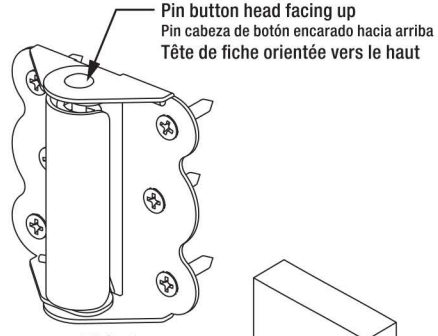

FIG. 2
2. Select door knob position, and drill a 3/8" hole 1-1/8" from outside edge of door. Insert threaded spindle through hole. Place knob rosettes centered over spindle and mark locations of holes, on each side with a pencil. Remove knob rosette and drill pilot holes with 3/32" drill bit 1/4" deep. Replace rosettes and attach with enclosed oval head screws. Screw on door knobs on each side to spindle. Tighten screws on door knobs to prevent knob slippage (Fig. 2).
2. Seleccione la posición de la perilla de la puerta y perfore un agujero de 9,5 mm a una distancia de 28,6 mm desde el canto exterior de la puerta. Inserte el husillo roscado a través del agujero. Coloque las rosetas de las perillas centradas sobre el husillo y marque los sitios de los agujeros para los tornillos con un lápiz, en cada lado de la puerta. Desmonte las rosetas de la perilla y perfore los agujeros piloto con una broca de 2,38 mm a una profundidad de 6,4 mm. Vuelva a instalar las rosetas y fíjelas con los tornillos de cabeza ovalada provistos. Atornille las perillas sobre el husillo en cada lado de la puerta. Apriete los tornillos en las perillas de la puerta para impedir que las perillas se deslizen (Fig. 2).
2. Choisir la position du bouton de porte et percer un trou de 9,5 mm à une distance de 28,6 mm à partir du bord extérieur de la porte. Insérer la tige filetée à travers le trou. Placer les rosaces du bouton en les centrant sur la tige et marquer les emplacements de trou de chaque côté, avec un crayon. Enlever la rosace du bouton et percer des trous pilotes avec une mèche de 2,38 mm sur 6,4 mm de profondeur. Remplacer les rosaces et les fixer avec des vis à tête ovale. Visser les boutons de porte de chaque côté de la tige. Serrer les vis sur les boutons de porte pour éviter qu'ils ne glissent (Fig. 2).